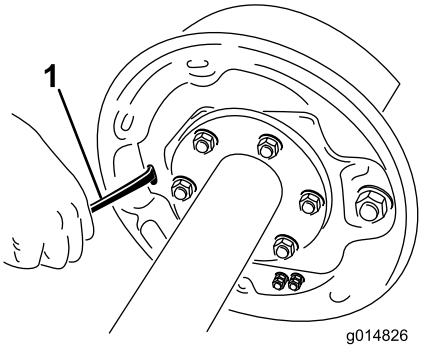

**Figur 51**
4. Bruk en skrutrekker til å rotere stjernehjulet på justeringsenheten slik at bremseskoene utvider seg (Figur 51).